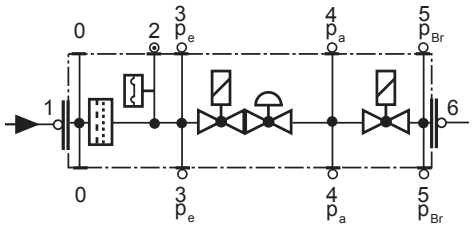

Fig. 24
- Cambiar el filtro cuando Δp entre las tomas de presión 1 y 3 sea > 10 mbar (Fig. 24).
- Cambiar el filtro cuando Δp entre las tomas de presión 1 y 3 (Fig. 24) sea dos veces mayor que el valor registrado durante el último control.